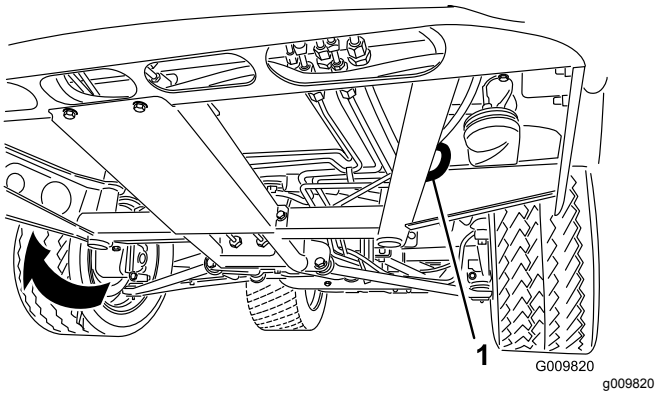
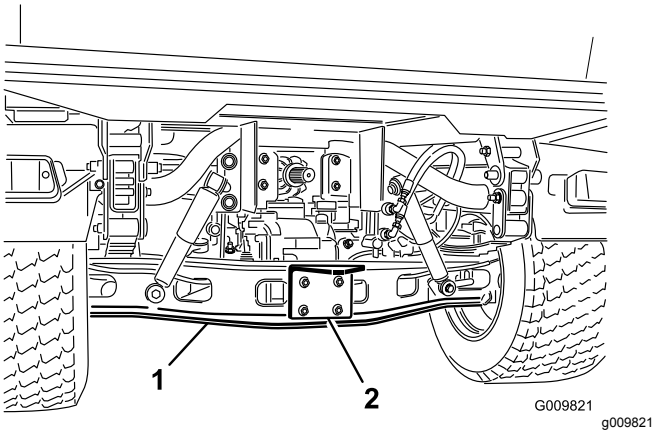

Figur 26
Figur 27
Se Figur 26 og Figur 27 for informasjon om festepunktene på maskinen.
1. Fest et tau til tungen på frontrammen til maskinen (Figur 26).